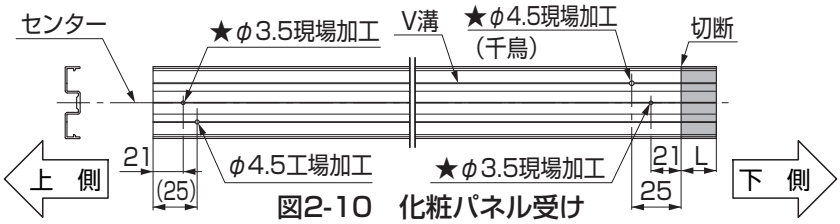

図2-10　化粧パネル受け
①P.3の表2-1を参照し、部材を切断してください。
②図2-10、図2-11、図2-12を参照し、部材に穴加工をしてください。